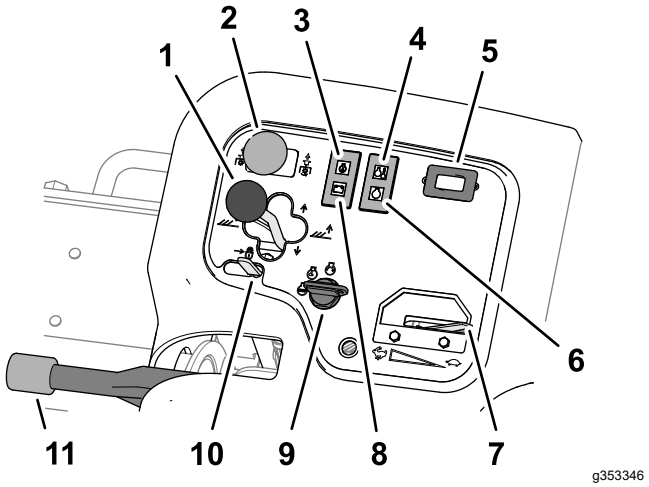

Rysunek 43
- Aby opuścić zespoły tnące na podłoże, przesuń dźwignię opuszczania/podnoszenia zespołów tnących do przodu do położenia OPUSZCZANIE (Rysunek 43).
Przełącznik napędu zespołów tnących (Rysunek 43) ma 2 pozycje: WŁĄCZONE i WYŁĄCZONE. Uchylnym przełącznikiem steruje się elektrozaworem włączającym hydrauliczny napęd zespołów tnących.
Kontrolka oleju (Rysunek 43) zapali się, gdy ciśnienie oleju w silniku spadnie poniżej bezpiecznego progu.
Kontrolka temperatury (Rysunek 43) podświetli się, gdy płyn w chłodnicy silnika przegrzeje się. Przy tej temperaturze dochodzi do wyłączenia zespołów tnących. Jeśli temperatura płynu chłodzącego wzrośnie o kolejne 5,5°C, silnik zostanie automatycznie wyłączony, aby zapobiec dalszym uszkodzeniom.
Licznik godzin (Rysunek 43) wskazuje łączną liczbę godzin pracy maszyny. Licznik godzin uruchamia się z chwilą przekręcenia kluczyka w stacyjce do pozycji pracy.
Kontrolka świecy żarowej (Rysunek 43) podświetla się, gdy świece żarowe są zasilane.
Przesuń przepustnicę (Rysunek 43) do przodu, aby zwiększyć obroty silnika lub do tyłu, aby zmniejszyć obroty.
Kontrolka alternatora (Rysunek 43) gaśnie, gdy silnik pracuje. Jeżeli kontrolka alternatora zapali się podczas pracy silnika, sprawdź układ ładowania i napraw go w razie potrzeby.
Stacyjka (Rysunek 43) służy do uruchamiania silnika i oświetlenia. Stacyjka ma 3 położenia:
Aby uniemożliwić opuszczenie zespołów tnących, przesuń blokadę dźwigni podnoszenia (Rysunek 43) do tyłu.
Aby zapobiec niekontrolowanemu przesuwaniu się kosiarki, po każdym wyłączeniu jej silnika zaciągnij hamulec postojowy (Rysunek 43). Aby załączyć hamulec postojowy, pociągnij dźwignię w górę; aby zwolnić hamulec, naciśnij dźwignię w dół.